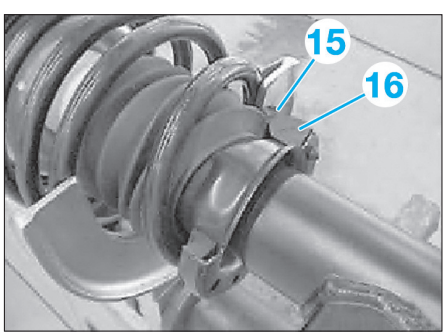

Fig. 15
- Engager la jambe de suspension dans le ressort hélicoïdal comprimé et l'ajuster par rapport à l'extrémité du ressort hélicoïdal (15) et de la cale d'appui inférieure (16) **(Fig.15)**.